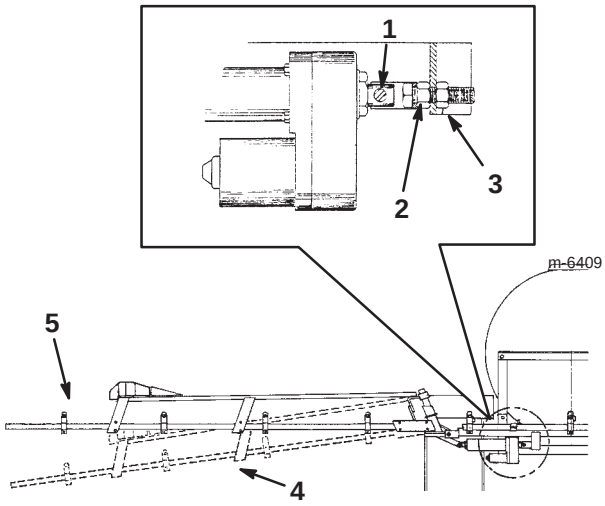

**Figure 2**
4. Adjust the jam nuts on the adjustable clevises on each boom until they are as close to the clevises as possible (Fig. 2).
5. Tighten the end nuts so that the jam nuts and clevises are tight against the brackets (Fig. 2).
**Important** The booms should not be parallel to the ground when fully down (Fig. 2). You control each boom's orientation to the ground using the switches. Adjusting the booms in any other manner may damage the boom or the actuators.